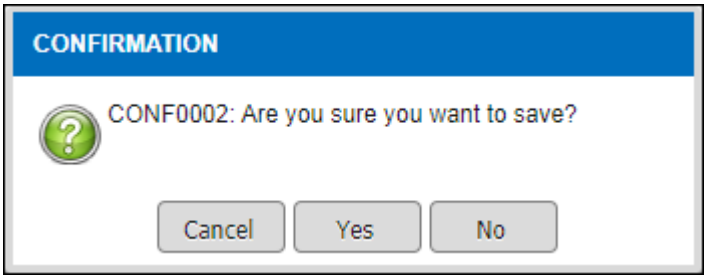

Figure 3.4-7 Record Alert Message
- *After clicking save, an alert message will be displayed as per Figure 3.4-7, click on the*